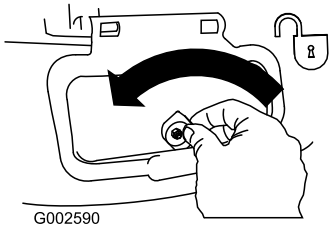

Figura 19
1. Sbloccate lo sportello di scarico laterale (Figura 19).